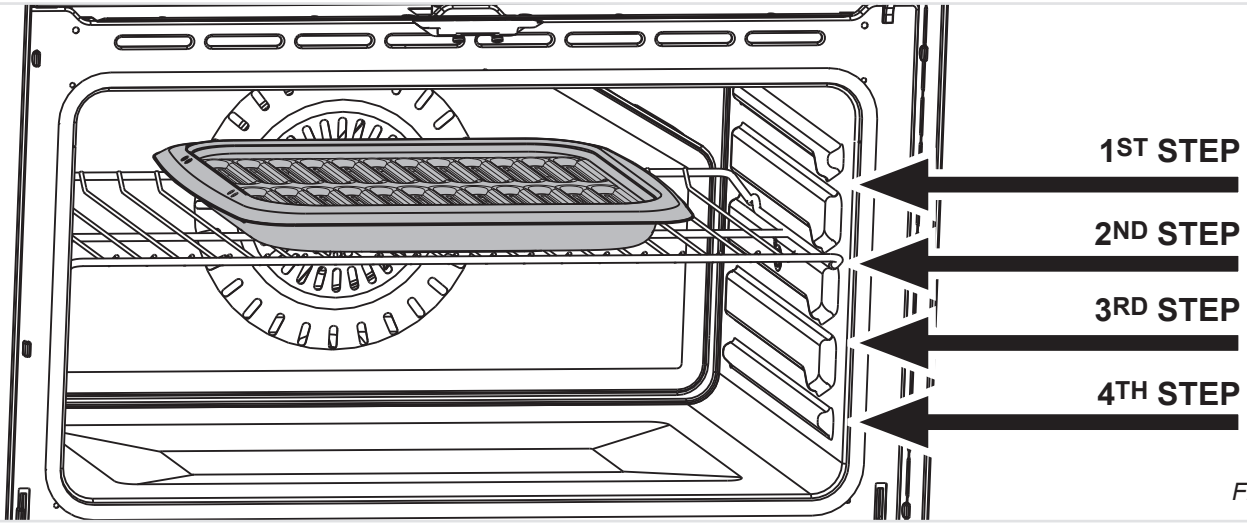
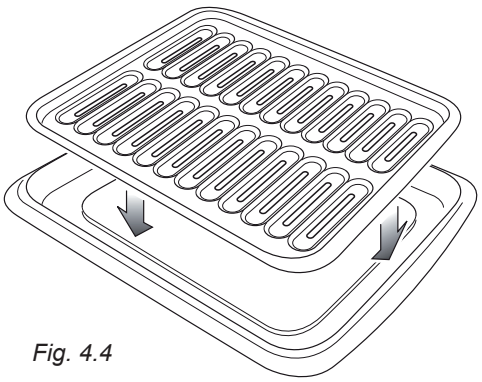

Fig. 4.3
Fig. 4.4
- Position the shelf on the first or second level from the top (fig. 4.3).
- Introduce the broiler tray (fig. 4.4) in the oven. The broiler tray should be placed above the shelf and it should be centered with the broil element (fig. 4.3).